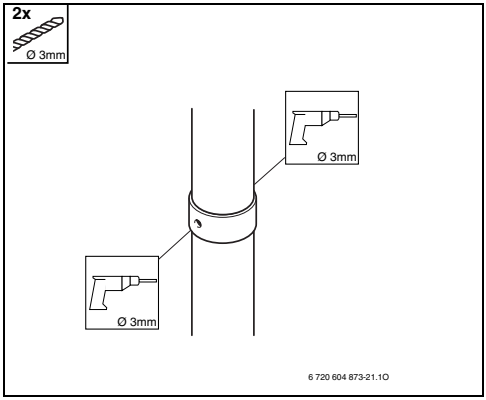

Рис. 31
►Высверлите два отверстия диаметром 3 мм в трубе воздуха горения. Максимальная глубина сверления – 8 мм. Крайне важно, чтобы дымовая труба не была повреждена (Рис. 31).